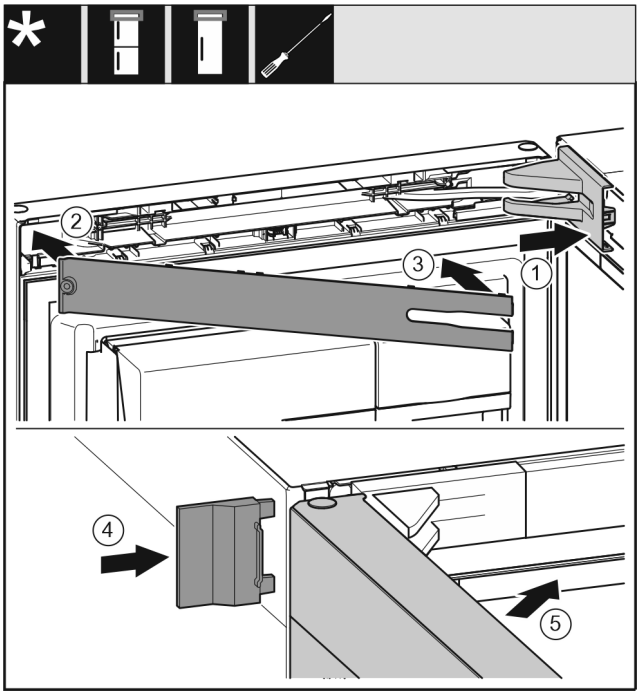

Fig. 24
▶ Nasaďte a zaklapněte kryt stojanu ložiska *Fig. 24 (1)*, příp. opatrně přitlačte od sebe.
▶ Nasaďte záslepku *Fig. 24 (2)*.
▶ Záslepku *Fig. 24 (3)* sklopte a zaklapněte.
▶ Vnější kryt *Fig. 24 (4)* nasuňte.
▶ Zavřete horní dveře *Fig. 24 (5)*.